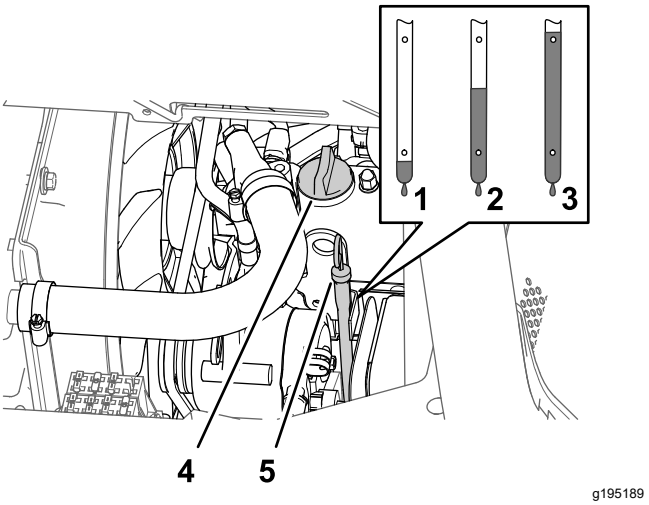

Figura 75
5. Retire el tapón de llenado de aceite del cuello de llenado de la tapa de válvulas del motor (Figura 75), y vierta lentamente el 80% aproximadamente de la cantidad especificada de aceite por el cuello de llenado.
6. Retire la varilla y compruebe el nivel de aceite del motor (Figura 75).
7. Añada lentamente más aceite del tipo especificado para que el nivel llegue a la marca Lleno de la varilla (Figura 75).
8. Instale el tapón de llenado de aceite en el cuello de llenado y la varilla en el tubo de la varilla (Figura 75).